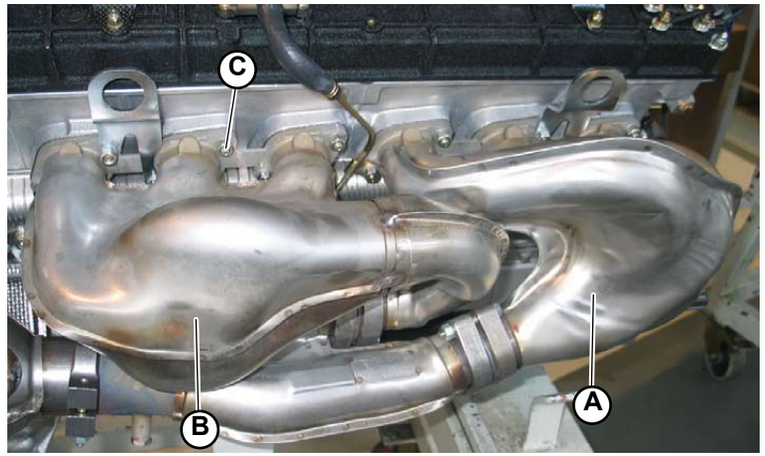

Fig.1
2. Tighten the screws (**C-Fig.1**) to secure the exhaust manifolds, the front exhaust manifold (**A-Fig.1**) and the rear manifold (**B-Fig.1**), to the engine.